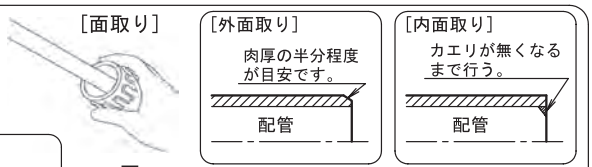

図４
❹配管の面取り
(1) 外面取り：肉厚の半分程度を目安に行ってください。
(2) 内面取り：カエリが無くなるまで行ってください。（図４参照）